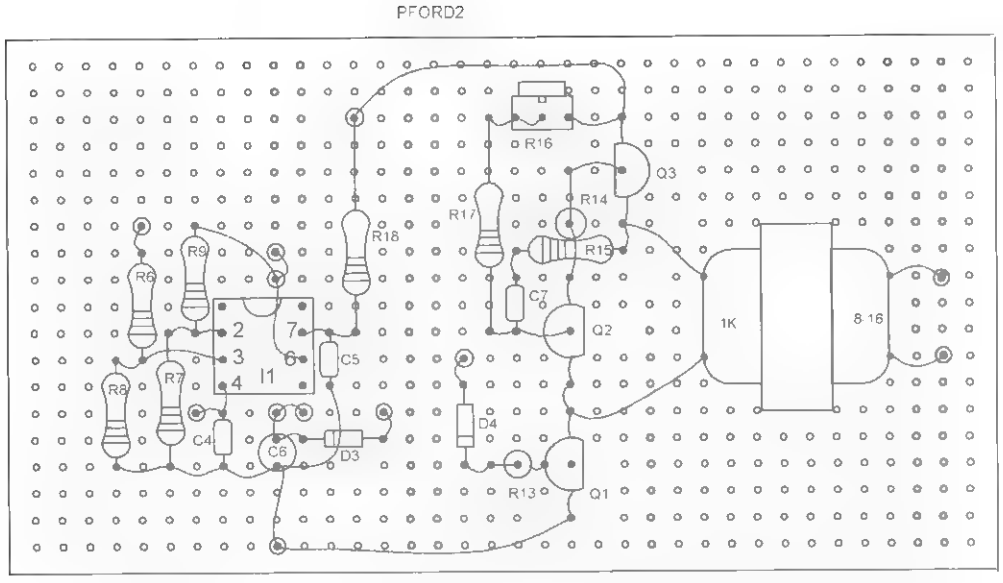

Figure 36-7 *Assembly control board*
1. Assemble the board as shown in Figure 36-7. Observe the proper position of I1 and the polarity of the diodes, transistors, and C6 capacitor. Note that Q3 is a PNP PN2907 transistor. Note the position of Tl regarding the primary and secondary winding. The secondary will read very low resistance when compared to the primary. It is a good idea to use a socket for the integrated circuit.